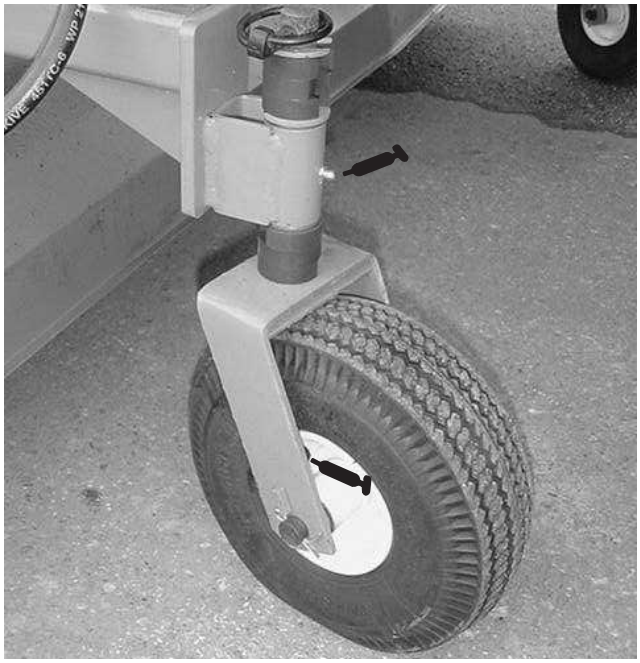

Figure 6
- Caster wheel (2 ea.) (Fig. 6)